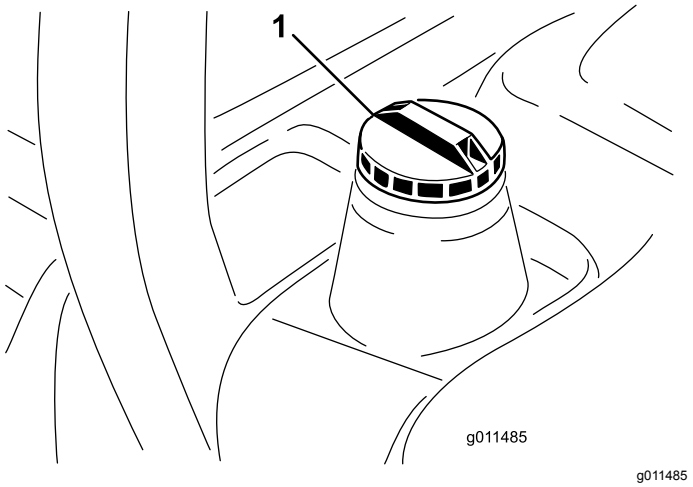

Figur 16
3. Ta bort locket från bränsletanken (Figur 16).